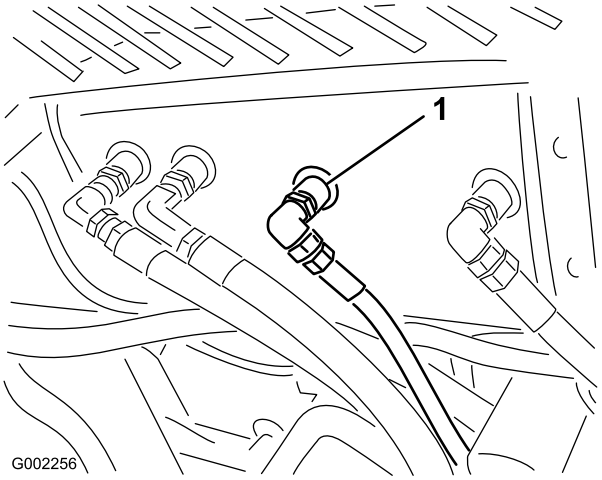

Figur 60
2. Rengør området omkring en hydraulikslangefitting nederst i hydraulikolietanken (Figur 60).
4. Fjern slangefittingen fra tanken, og lad olien løbe ned i bakken (Figur 60).